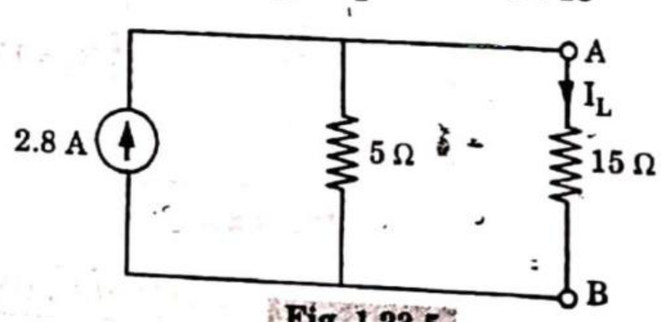

Fig. 1.23.5.
3. Thus, Norton's equivalent circuit with the load resistor of 15 Ω is as shown in Fig. 1.23.5.